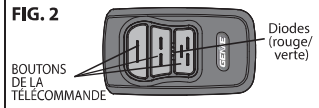

FIG. 3
1. Faire glisser la carte de circuit située à l'arrière de la télécommande (FIG. 3).
1. Faites glisser le couvercle de la carte de circuit (FIG. 3).